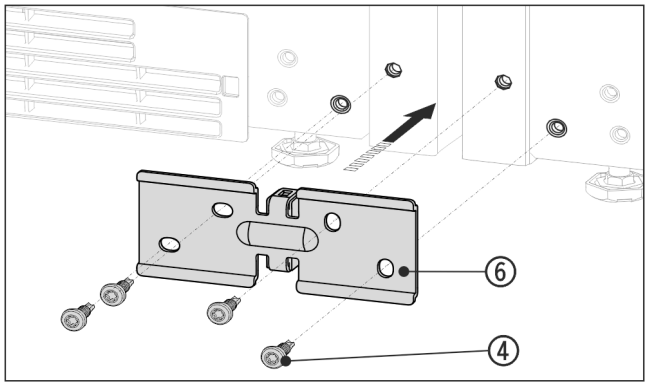

Fig. 12 Reprezentare exemplificativă
▶ Împingeți vinclul *Fig. 12 (6)* cu piesa de distanțare între aparate și prindeți-o cu 4 șuruburi *Fig. 12 (4)* fără a strânge.